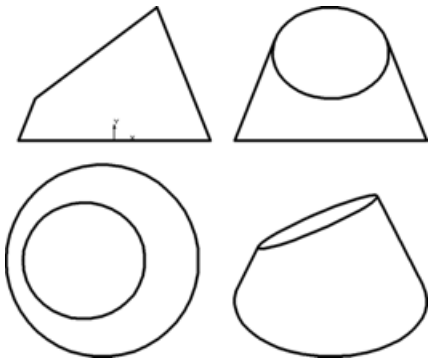

Рис. 6.150
- Выделите вид **Изометрия** щелчком на его габаритной рамке и расположите вид, как это показано на рис. 6.150. Сохраните документ на диске и закройте его окно.